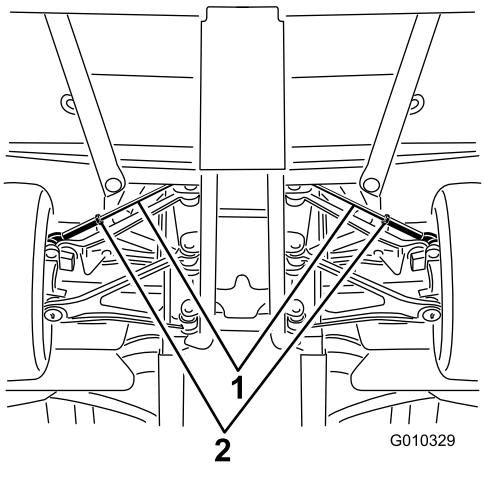

Figur 56
A. Løsn kontramøtrikken midt på forbindelsesstangen (Figur 56).